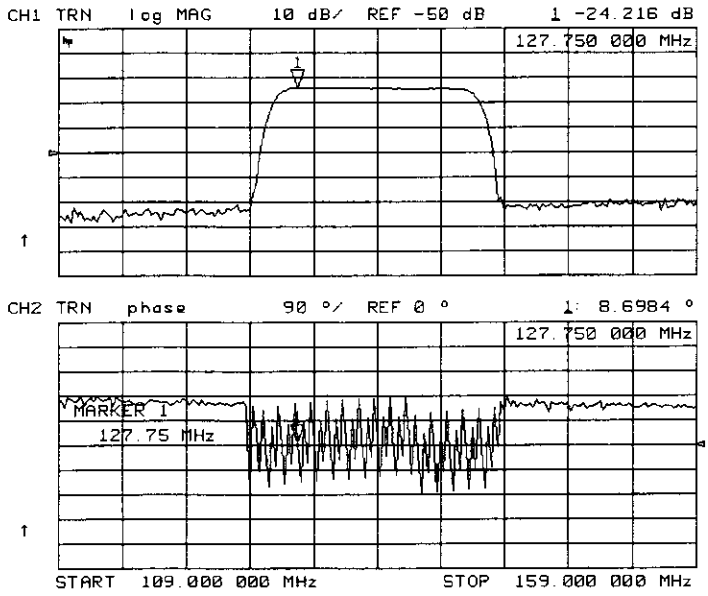

Figure 2-26. Example Insertion Phase Response Measurement
7. To view both the magnitude and phase response of the device, as shown in Figure 2-26, press:
The channel 2 portion of Figure 2-26 shows the insertion phase response of the device under test. The analyzer measures and displays phase over the range of −180 ° to +180 °. As phase changes beyond these values, a sharp 360 ° transition occurs in the displayed data.
If the $\Delta\phi$ = >180°, incorrect phase and delay information may result. The responses shown in Figure 2-26 have a $\Delta\phi$ = >180° between two adjacent frequency points. Figure 2-27 shows an example of phase samples being with $\Delta\phi$ less than 180° and greater than 180°.